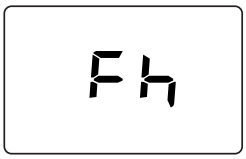

рис. 7- Выпуск воздуха с выключенным вентилятором
- В течение последующих 280 секунд будет проводиться цикл спуска воздуха при неработающем вентиляторе (рис. 7).